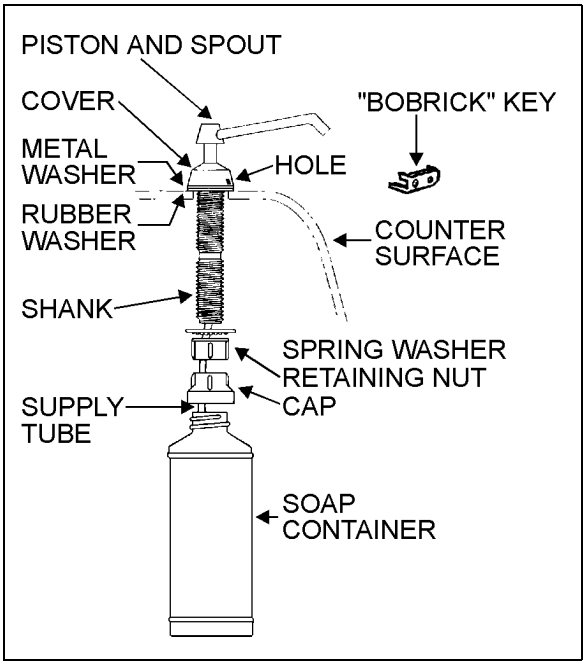

FIGURE 25: LIQUID SOAP DISPENSER 23039
2. Insert projection at end of *"BOBRICK"* key into rectangular hole in cover (Fig. 25). Push straight in. While holding *"BOBRICK"* key in, turn cover counterclockwise about 1/8 turn.